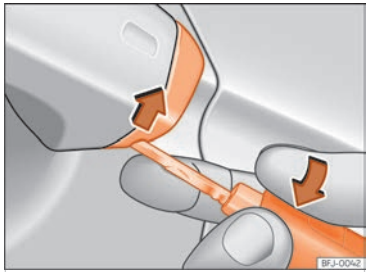

Fig. 54 Maneta de la porta del conductor: desprendre la tapa fent palanca.
- Introduïu l'espasí a l'obertura inferior de la tapa de la maneta de la porta del conductor i aixequeu la tapa ››› fig. 54.